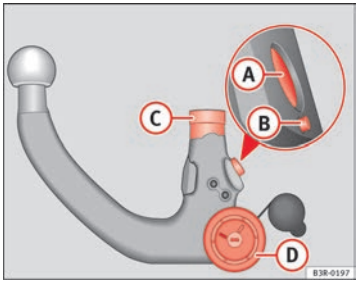

Fig. 164 Removable towing bracket: Ball joint
– Check the locking pin (A), release pin (B), shaft section (C) and knob (D) ⇒ page 204, fig. 164 on the ball joint to make sure they are clean and undamaged.